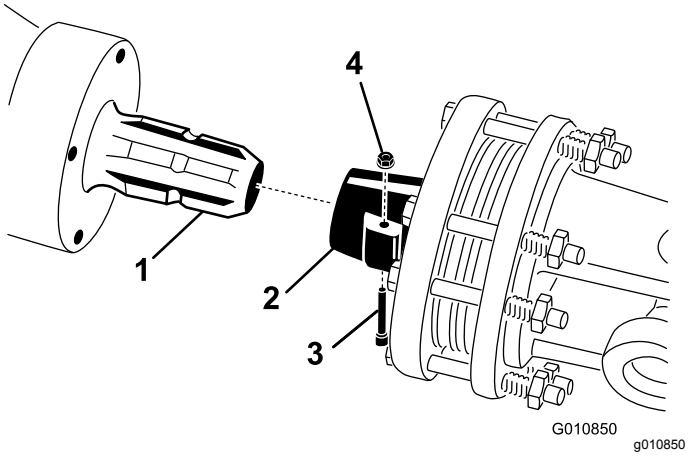

Figur 23
1. Ta bort sprinten och muttern från kraftuttagsaxeln (Figur 23).
2. Anslut kraftuttagsaxelns kopplingsände till luftarväxellådans ingångsaxel med sprinten och muttern som togs bort tidigare (Figur 23).